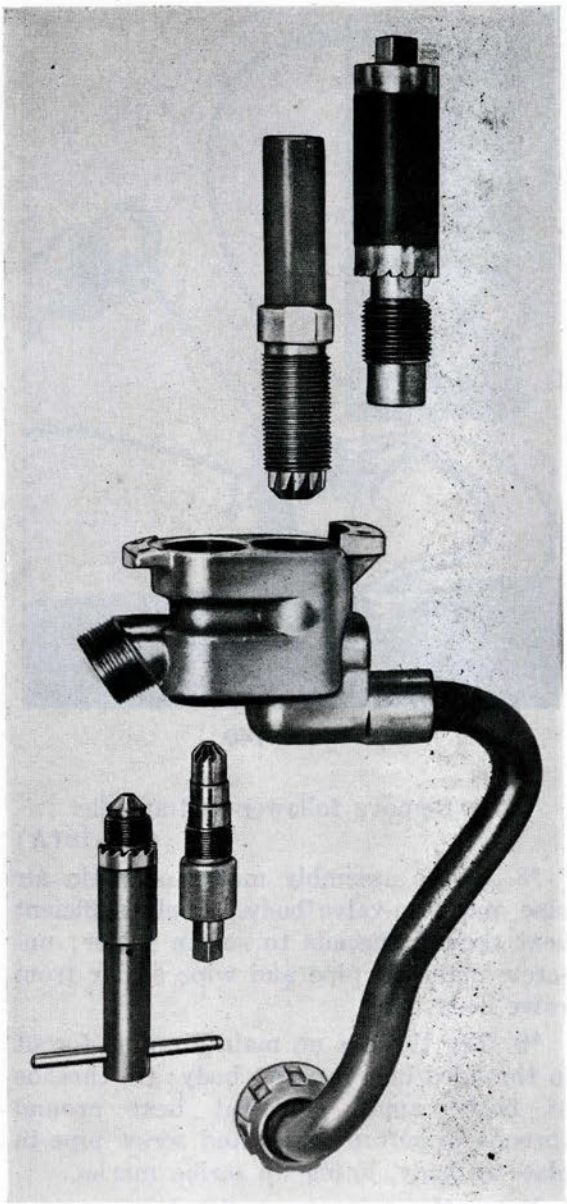

Figure 139
*12. Reseat charging check valve seat (Fig. 139). **(WE46)**
*15. Reseat check valve-guide seat in valve body (Fig. 139). **(WE113)**
*18. Reface stop valve seat. (Fig. 139) **(WE41)**
*20. Reface stop valve plug seat (Fig. 139). Wash out chips and blow dry. **(WE42)**
*21. Clean, inspect, remove burrs, and lap stop valve spindle to seat in plug. Oil (C) lightly and assemble spindle, follower, and keep screw in plug **(181-181A, 37)**